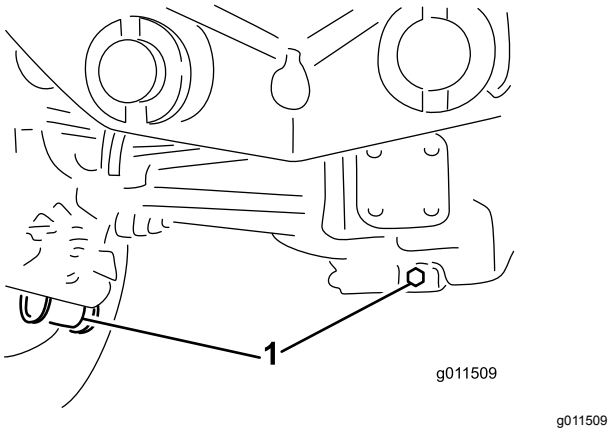

Figur 90
2. Gör rent runt de tre avtappningspluggarna; en på varje ände och en i mitten (Figur 90).